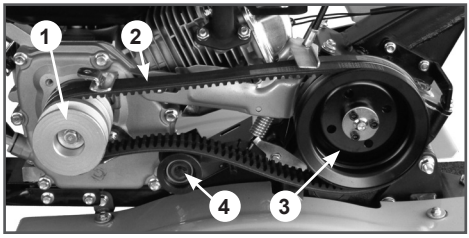

Рис. 39 Замена ремней привода
2. Снимите ремни 2 со шкивов 1 и 3 вала двигателя и редуктора (Рис. 39).